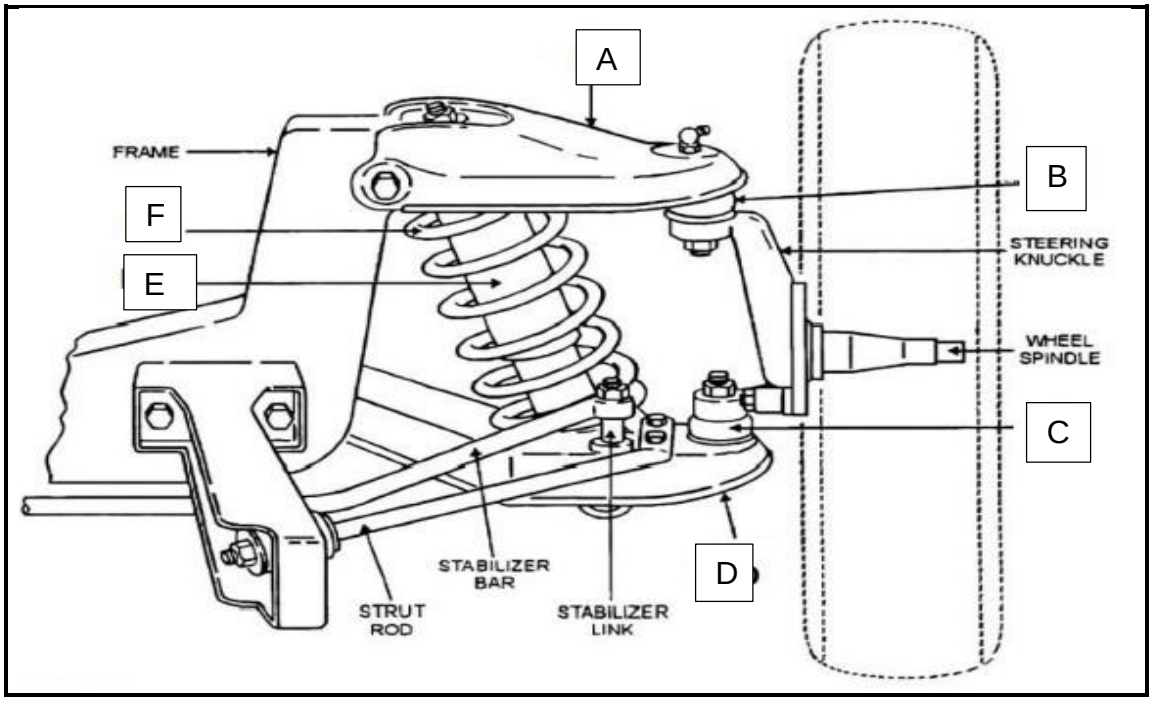

**FIGURE 2**
3.1 FIGURE 2 shows a type of suspension system.
3.2 Name the type of suspension system in FIGURE 2. (2)